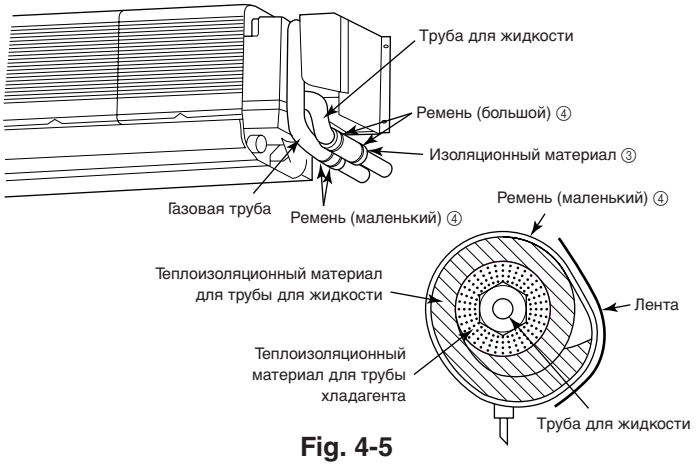

Fig. 4-5
4.3. Прокладка труб хладагента (Fig. 4-5)